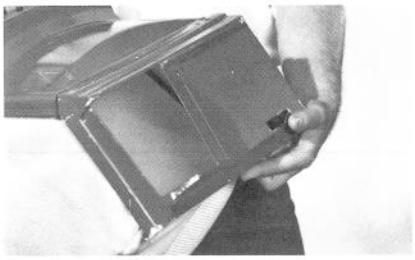
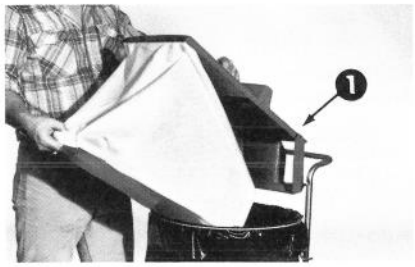

Figure 15
Figure 16
10. Pour vider le sac, placez-le d'abord sur un récipient de décharge. Ecartez la porte du sac et soulevez (Fig. 15). Saisissez alors le sac par sa poignée arrière et videz-le (Fig. 16).